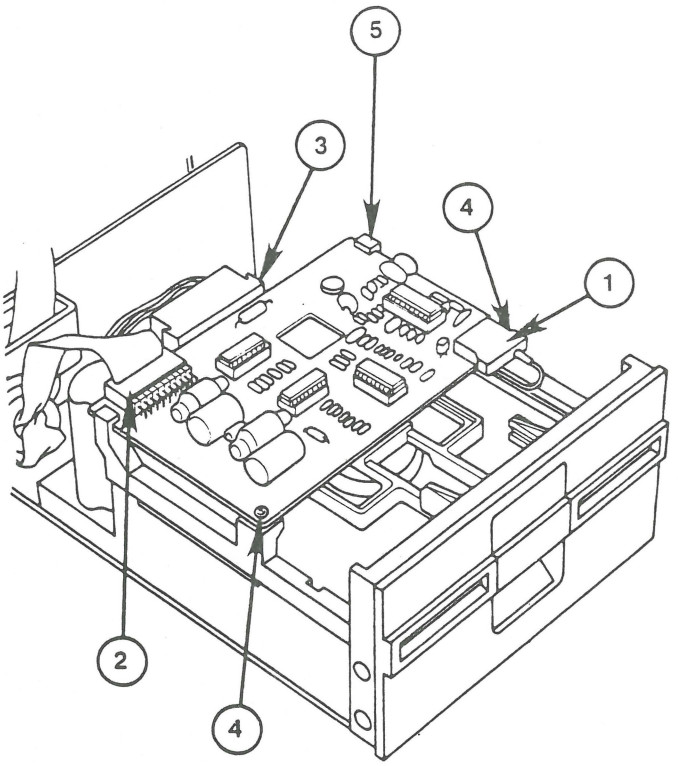

FIGURE 2
5. Reconnect the ribbon cable connector (Figure 2, #2) at the rear of the card, making sure that both rows of pins align with holes in the connector.